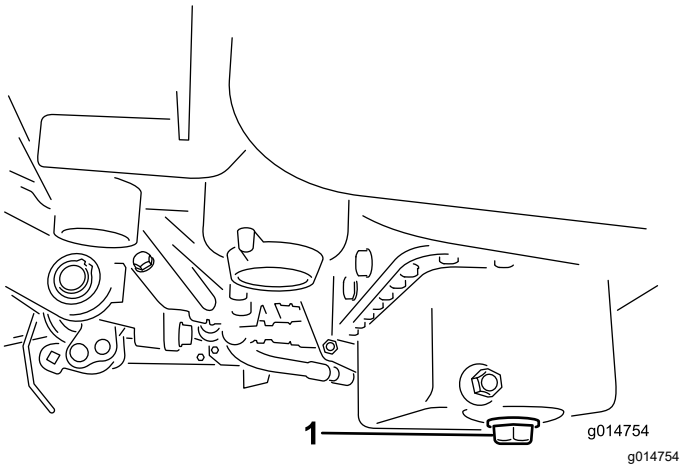

Figur 31
1. Fjern tappepluggen, og la oljen renne ned i et tappefat. Når oljen slutter å renne, setter du tappepluggen på igjen (Figur 31).